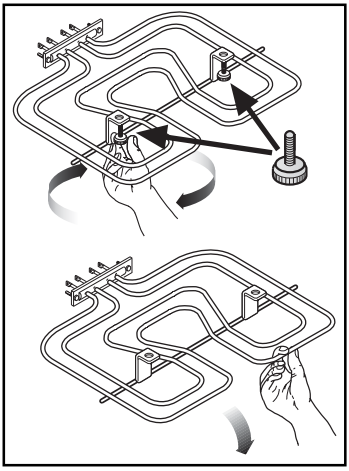

Fig. 11
- Dévissez les vis moletées (Fig. 11). La première fois que vous faites cette opération, nous vous recommandons d'utiliser un tournevis.